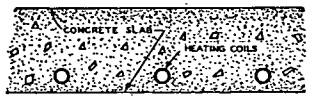

FIG. 1. COILS IN STRUCTURAL CONCRETE SLAB
a. Pipe or tube is embedded in the lower portion of a concrete slab, generally very close to its lower surface. If plaster is to be applied to the concrete, the piping may be placed directly on the wood forms. If the slab is to be used without plaster finish, then the piping should be installed not less than ¾ in. above the undersurface of the slab. Fig. 1 shows this method of construction. The minimum coverage must be in compliance with the local building code requirements.